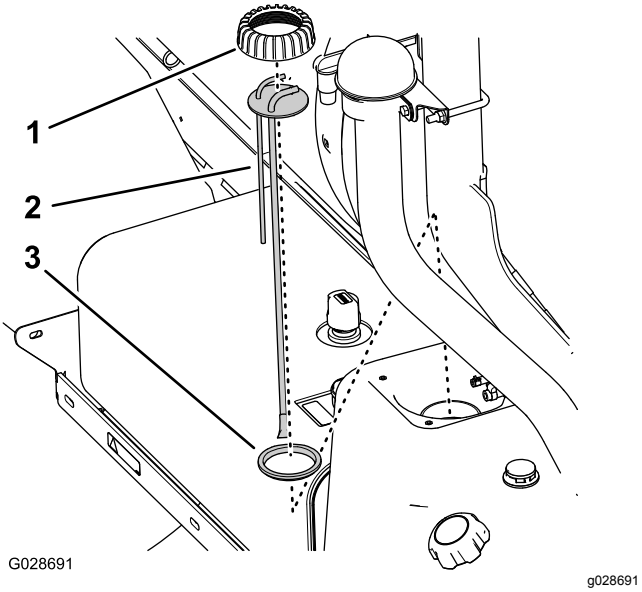

Рисунок 77
5. Снимите крышку вертикальной трубы, повернув ее против часовой стрелки (Рисунок 77).
6. Поднимите узел вертикальной трубы / датчика уровня топлива, чтобы снять его с топливного бака (Рисунок 77).
1. Установите крышку на вертикальную трубу и вставьте вертикальную трубу в уплотнение (Рисунок 77).
2. Совместите крышку, вертикальную трубу и уплотнение с баком и осторожно вставьте новый узел вертикальной трубы в топливный бак (Рисунок 77).
3. Наверните крышку на горловину топливного бака и затяните крышку вручную (Рисунок 77).